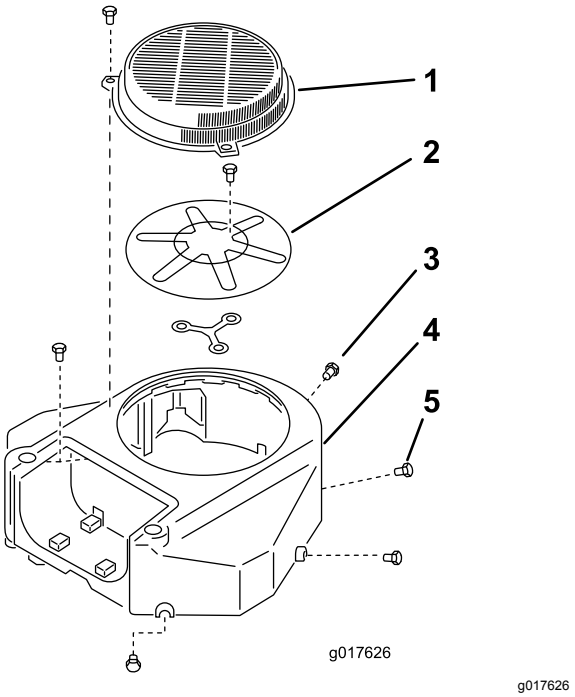

Figuur 60
3. Verwijder het luchtinlaatrooster en de ventilatorbehuizing (Figuur 60).
5. Monteer het luchtinlaatrooster en de ventilatorbehuizing (Figuur 60).